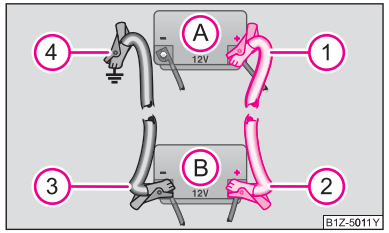

图 157 利用另一辆车的蓄电池辅助起动：A – 电量耗尽的蓄电池，B – 供电蓄电池
– 将电缆一端 ① 固定在电量耗尽的蓄电池 Ⓐ 的正极上 ⇒ 图 157。
– 将电缆另一端 ② 固定在供电蓄电池 Ⓑ 的正极上。